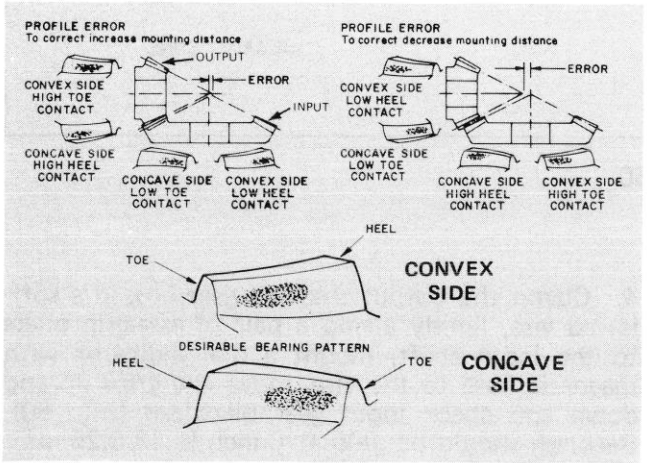

Figure 52
7. Inspect the wear pattern on the gear teeth, compare them to the patterns indicated (Fig. 52). Add or remove shims from output housing to correct any misalignment.